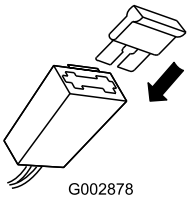

Figuur 26
2. Plaats de zekering in de zekeringhouder zoals wordt getoond (Figuur 26).